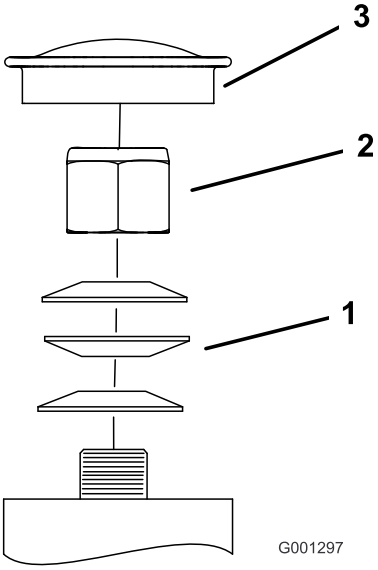

Figur 68
3. Fjern støvhetten fra styringen og trekk til låsemutteren (Figur 68).
4. Trekk til låsemutteren inntil fjærskivene er flate og gå deretter tilbake 1/4 omdreining for å stille forhåndsbelastningen på lagrene korrekt (Figur 68).
Viktig: Påse at fjærskivene er montert korrekt slik det vises i Figur 68.
5. Sett på støvkoppen (Figur 68).